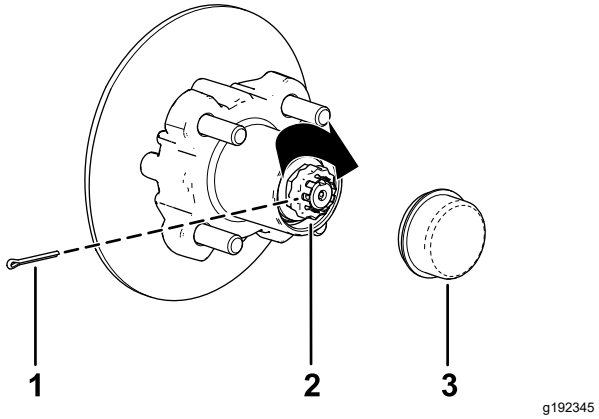

**Figuur 34**
8. Monteer de borgschroef over de moer en controleer de uitlijning van de sleuf in de schroef en de opening in de as voor de borgpen (Figuur 34).
9. Monteer de borgpen en plooi beide uiteinden rond de borgschroef (Figuur 34).
10. Plaats de stofkap op de naaf (Figuur 34).